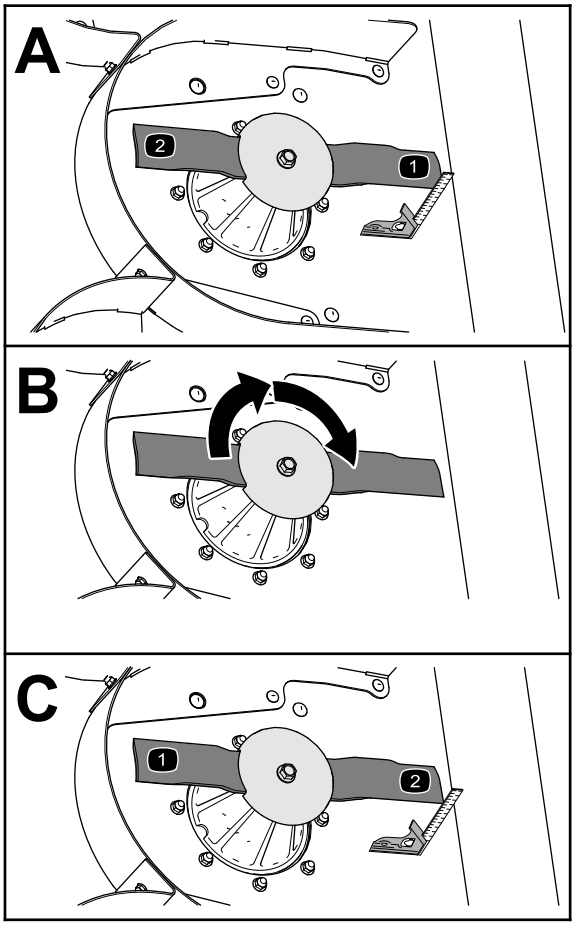

Figur 66
3. Använd en geringsvinkel för att mäta avståndet mellan klippdäckets rena område och knivseggens spets (Figur 66).
4. Rotera kniven 180° (Figur 66).
5. Mät avståndet mellan klippdäckets rena område och knivseggens spets (Figur 66).